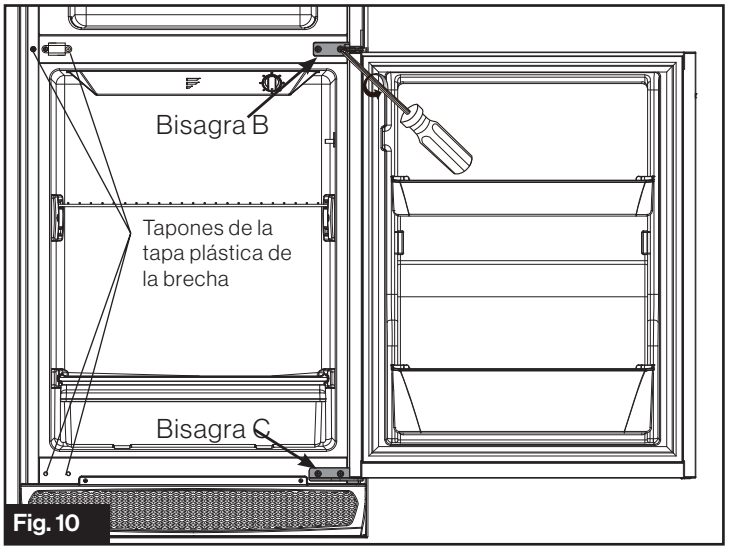

Fig. 10
2. Quite los tornillos de fijación de la bisagra B y la bisagra C para desarmar la puerta del refrigerador. (Fig. 10)